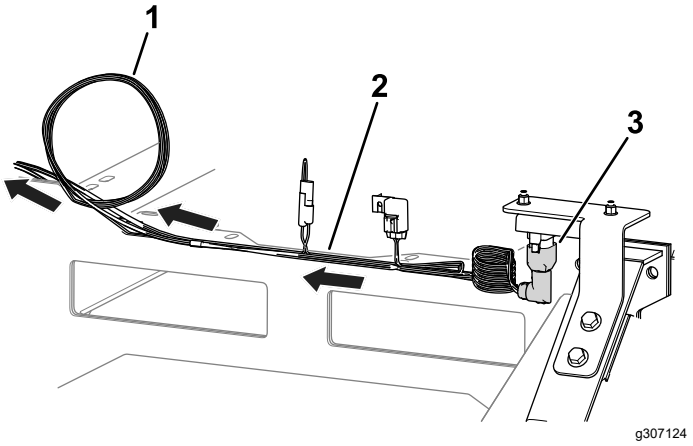

Figur 4
4. Montera kablagekontakten som är märkt P02 på lutningssensorn (Figur 4).
5. Dra kablaget mot kontrollpanelen (Figur 4) och säkerställ att det sitter fast och är åtskilt från rörliga delar eller klämpunkter.
6. Rulla eventuell kvarstående längd av kablaget till vänster om kontrollpanelen (Figur 4).